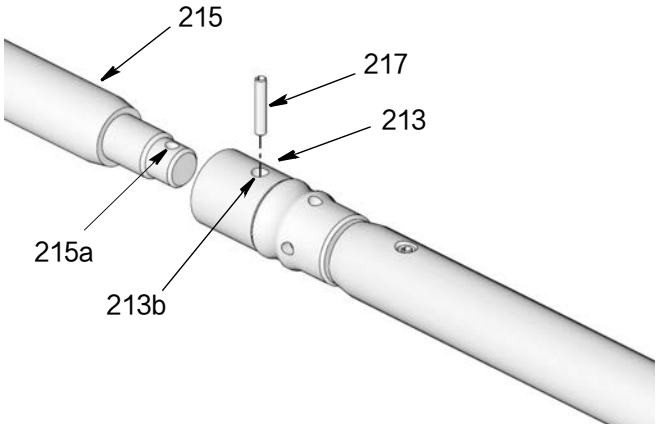

图 40
8. 将填料杆 (215) 拧入活塞杆 (213) 的端头。用手将两件拧紧在一起，端头的孔 (215a) 与孔 (213b) 对齐（图 40）。
9. 穿过对齐的孔 [(215a 和 213b （图 40）] 装上销钉 (217)。根据需要支撑杆 （215 和 213），确保杆不会弯曲。使用夹子和锤子将销钉装在杆内。